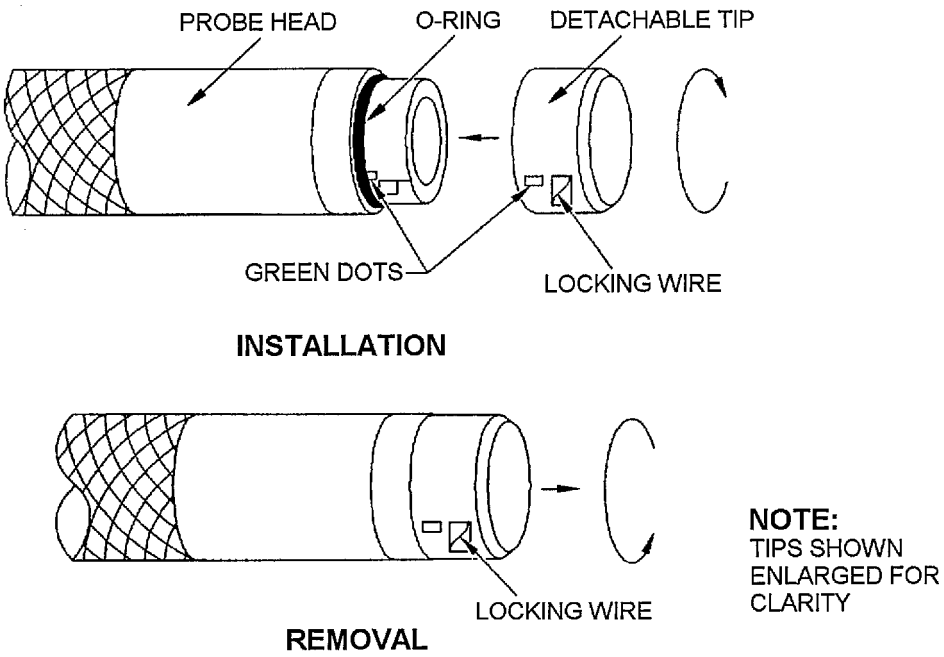
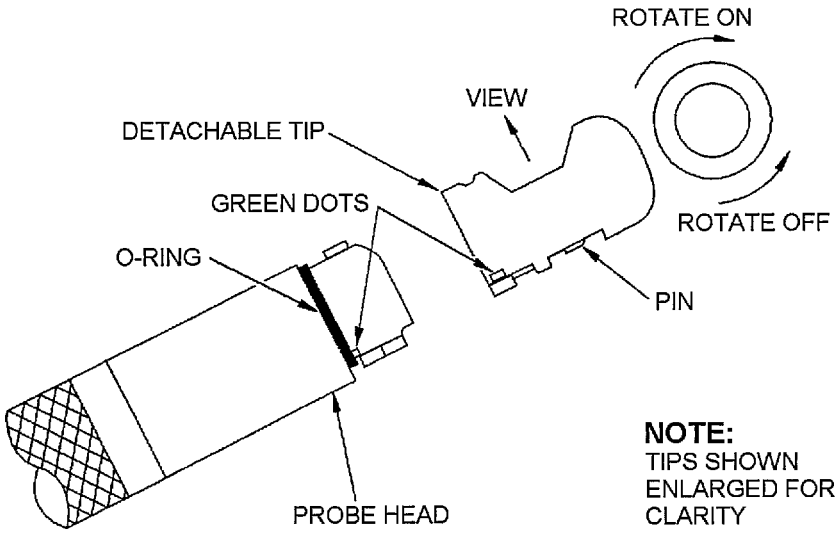

Figure 19. Forward View Videoprobe Tip, Installation and Removal
Figure 20. Side View Videoprobe Tip, Installation and Removal
a. Installation and removal of direct view videoprobe tip, P/N XT650FF, headguard (no color), forward view videoprobe tip, P/N PXT6100FG (black), and forward view measurement tip, P/N XTM650FG (white), (figure 19).
(1) Align green dot on detachable tip with green dot on probe head.
(2) Gently push the tip onto the probe head and rotate clockwise until locking wire snaps into place. Check for secure attachment by gently pulling on the tip to ensure it will not release.
(3) To remove, push the locking wire away from the probe head. Holding the locking wire away from the probe head, rotate counterclockwise. Remove tip from probe head, clean with lint–free cloth, and store in the protective case.
b. Installation and removal of side view videoprobe tip, P/N PXT6100SG (blue), and side view measurement tip, P/N XTM650SG (green), (figure 20).
(2) Gently push the tip onto the probe head and rotate clockwise 10° until the spring snaps into place. Check for secure attachment by gently pulling on the tip to ensure it will not release.